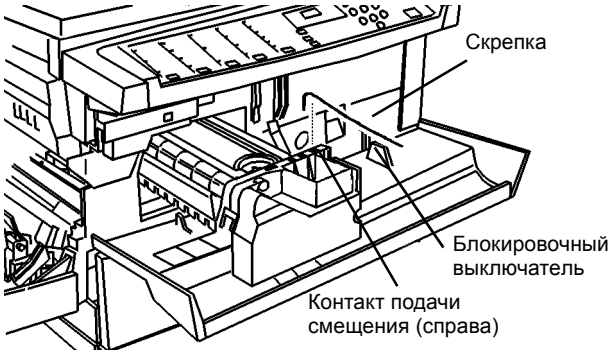

Рисунок 2 Контакт подачи смещения
- Вручную замкните блокировочный выключатель передней крышки (Рисунок 2) и, запустив копирование, измерьте напряжение.